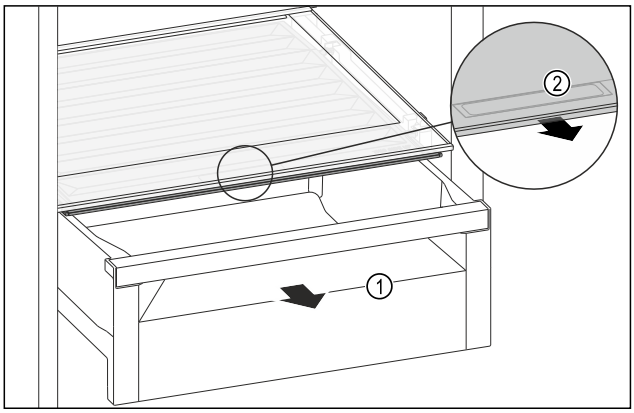

Fig. 124
▶ Extrageți sertarul *Fig. 124 (1)*.
▶ Prindeți mânerul încastrat *Fig. 124 (2)* de la capacul compartimentului și trageți concomitent capacul compartimentului spre partea frontală.